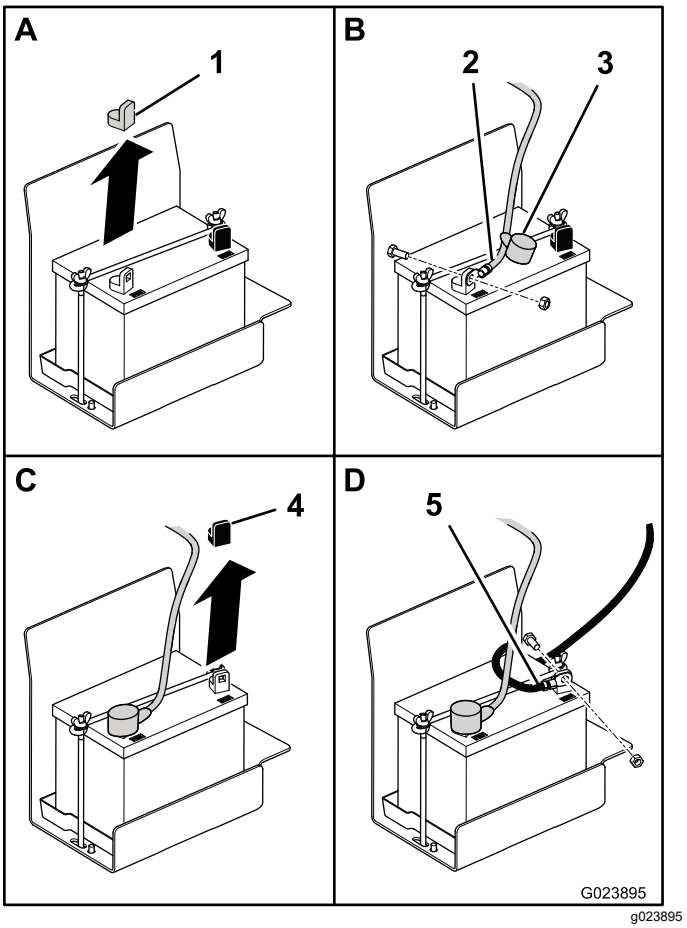

Rysunek 5
2. Zdejmij czerwoną nasadkę plastikową z dodatniego zacisku akumulatora (Rysunek 5).